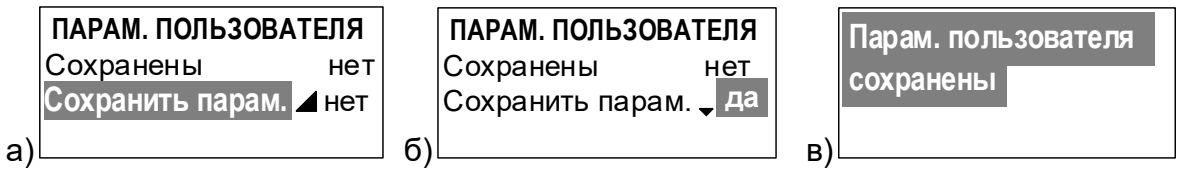

Рис.12. Вид окон индикации при сохранении установочных данных.
3.10.1. Сохранение значений установочных параметров ТВ выполняется в режиме СЕРВИС в меню **Управление→ Парам. пользователя**. Если операция сохранения ранее не выполнялась, то окно индикации **ПАРАМ. ПОЛЬЗОВАТЕЛЯ** будет иметь вид, показанный на рис.12.а:
- в меню **Управление→ Парам. пользователя** выбрать пункт меню **Сохранить парам.** (рис.12.а);
- выбрать из списка значение **да** (рис.12.б) и нажать кнопку .
После чего непродолжительное время в окне индикации будет отображаться сообщение **Парам. пользователя сохранены** (рис.12.в), затем курсор установится на строке меню **Управление**.